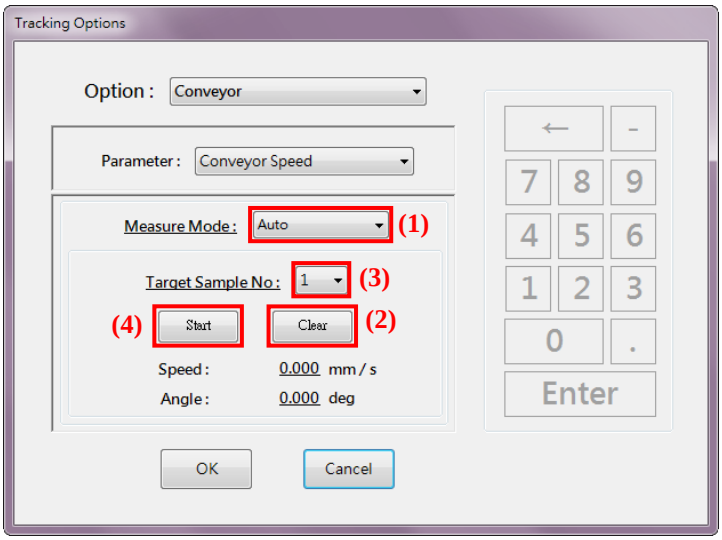

Figure 8-16 Conveyor speed automatic setting mode
(1). As shown in Figure 8-16, select the "Auto" option.